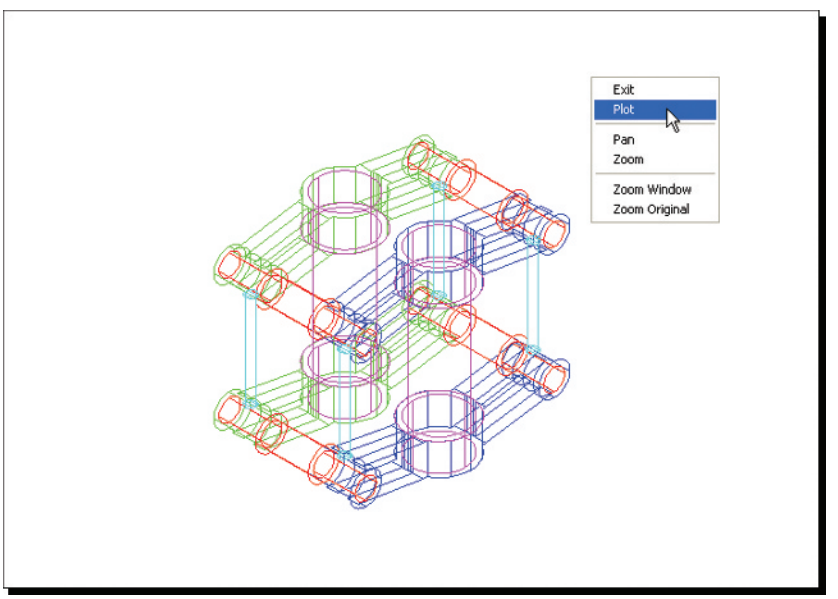

Fig. 19.10 Third example – **Printing/Plotting**
Third example – Printing/Plotting (Fig. 19.10)
4. If satisfied with the preview (Fig. 19.10) *right-click* and *click* on **Plot** in the menu which appears. The drawing plots.